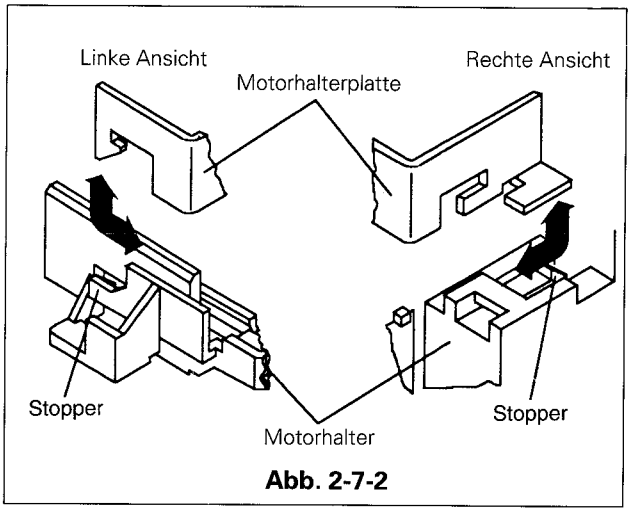

Abb. 2-7-2
C. Die zwei Stoppersicherungsringe, den Motor und die Motorhalterungsplatte entfernen.(Siehe Abb.2-7-2)